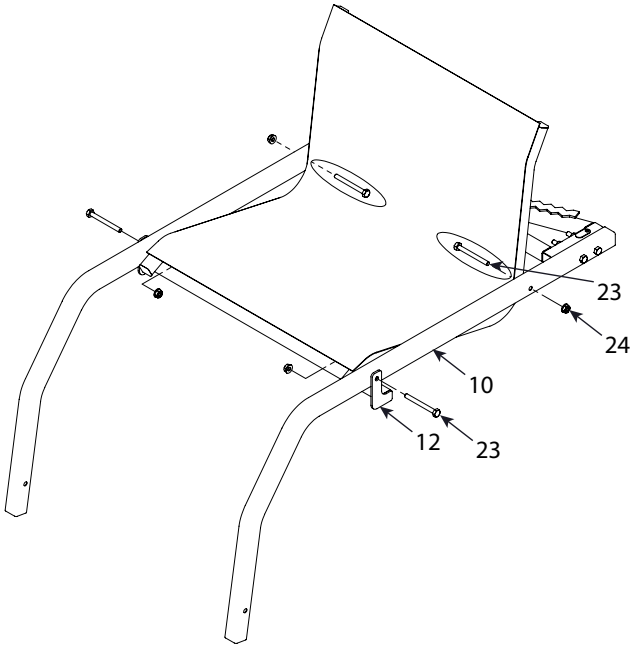

FIGURE 3
3. Assemble the seat rail/seat assembly and seat spreader bar (12) to the seat side rails (10) using four 1/4-20 X 2-1/2 IN bolts (23) and four 1/4-20 nuts (24). **SEE FIGURE 3.**
NOTE: Be sure the parts and hardware orientation is correct. The seat spreader bar (12) goes on the outside of the seat side rails (10). SEE FIGURE 3.